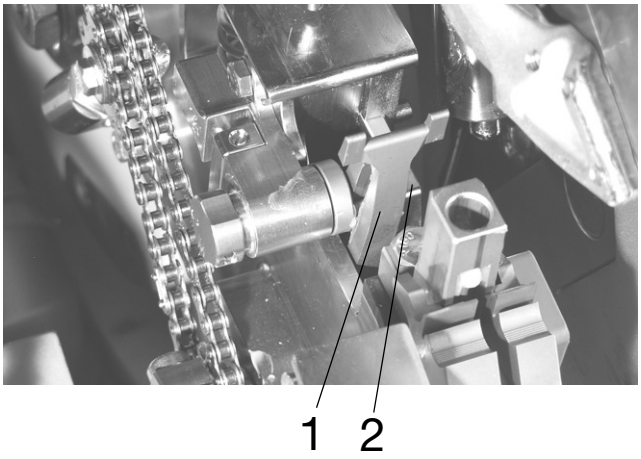

Fig. 5-15 1 Transport lever
- Push the latch (2, Fig. 5-15) backward.
- Slide the transport lever (1) to the right out of the lock and remove.